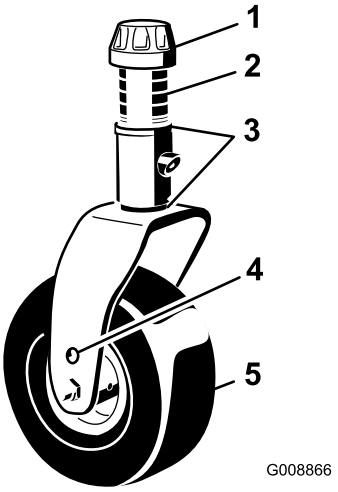

Figur 17
3. Ta bort spännlocket från spindelaxeln (Figur 17) och skjut ut spindeln ur svänghjulsarmen. Placera de två mellanläggen (3 mm) på spindelaxeln såsom de satt från början. Mellanläggen krävs för att man ska få jämn höjd över hela klippenheternas bredd. Skjut på ett lämpligt antal 13 mm distansbrickor (enligt tabellen nedan) på spindelaxeln för att få önskad klipphöjd. Skjut sedan på brickan på axeln.